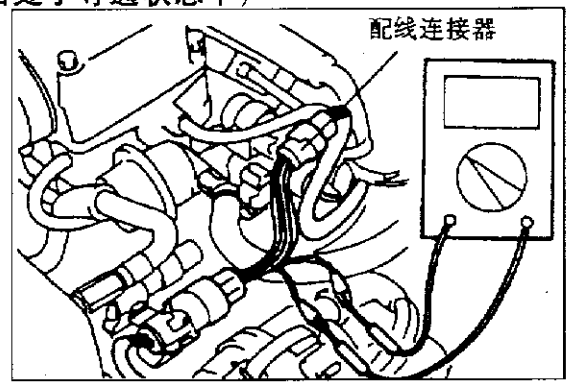

图 1－1－4
(1)防水连接器。务必使用专用工具(配线连接器)，如图 1－1－4 所示。切勿将测试棒从配线侧插入，否则将会导致防水性能下降及引起腐蚀。
(2)普通(非防水)连接器。将测试棒从配线侧插入进行检查。如果容许插入测试棒的连接器(控制器等)太小，则应注意不要过于用力，而且要使用专用工具(配线组内极细的探针)，如图 1－1－5 所示。